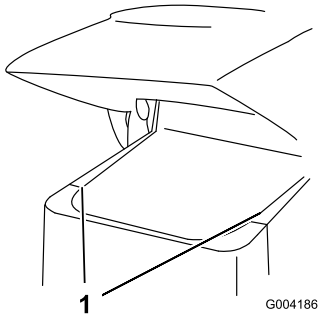

**Figuur 25**
2. Schuif de zijschermen (Figuur 25) omhoog en uit de sleuven in het voorscherm en het frame.